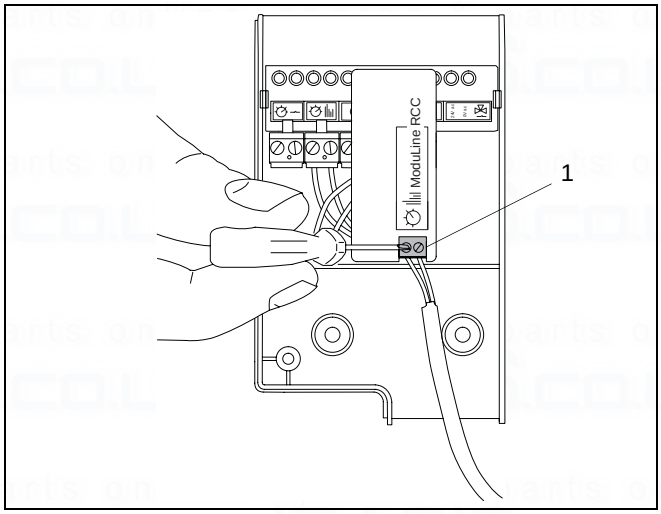

fig. 22 RCC connection box
- Connect a Buderus modulating room thermostat (Buderus *i*RT or RC) to the RCC connection box (→ fig. 22, item 1).